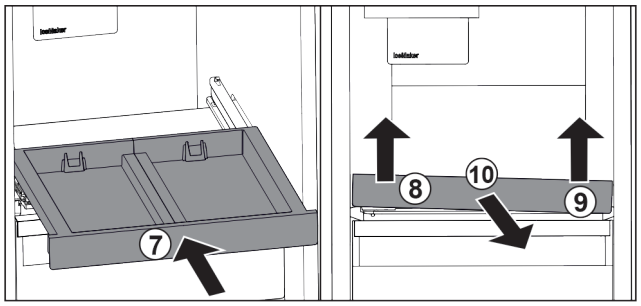

Fig. 30
▶ Вставьте выдвижную панель. *Fig. 30 (7)*
▶ Приподнимите выдвижную панель спереди слева. *Fig. 30 (8)*
▶ Приподнимите выдвижную панель спереди справа. *Fig. 30 (9)*
▶ Извлеките выдвижную панель движением вперед. *Fig. 30 (10)*